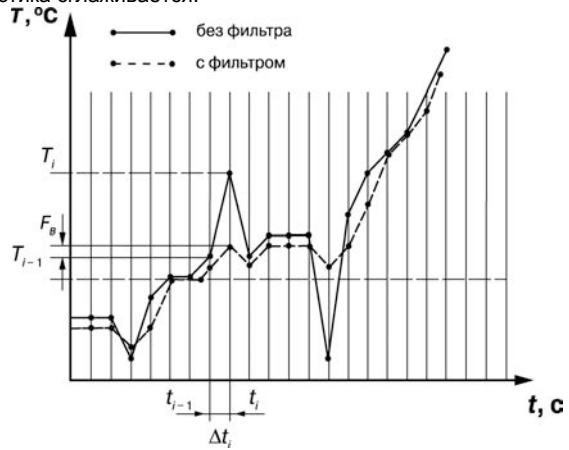

Рисунок 3.4
3.2.2.4.2 Полоса цифрового фильтра позволяет защитить измерительный тракт от единичных помех и задается в единицах измеряемой величины. Если измеренное значение T_i отличается от предыдущего T_{i-1} на величину, большую, чем значение параметра ***Fb***, то прибор присваивает ему значение равное (T_{i-1} + **F_b**), а полоса фильтра удваивается (рисунок 3.4). Таким образом, характеристика сглаживается.